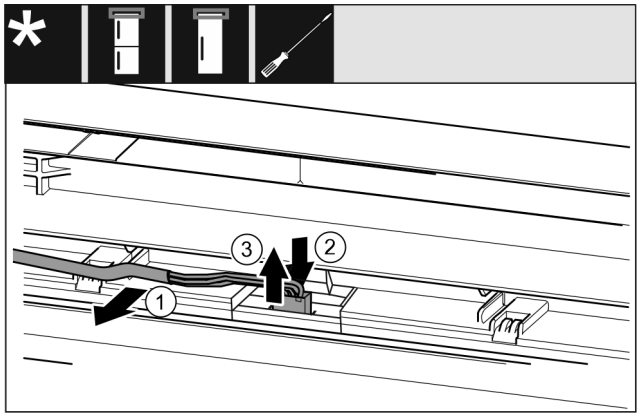

*Fig. 24 Combine frigorifice / Congelatoare / Frigidere**
- ▶ Desprindeți cu precauție cablul *Fig. 24 (1)* din ghidajul din ușă.*
- ▶ Apăsați eclisa *Fig. 24 (2)* din spatele fișei spre înapoi.*
- ▶ Extrageți cu precauție fișa *Fig. 24 (3)* în sus.*